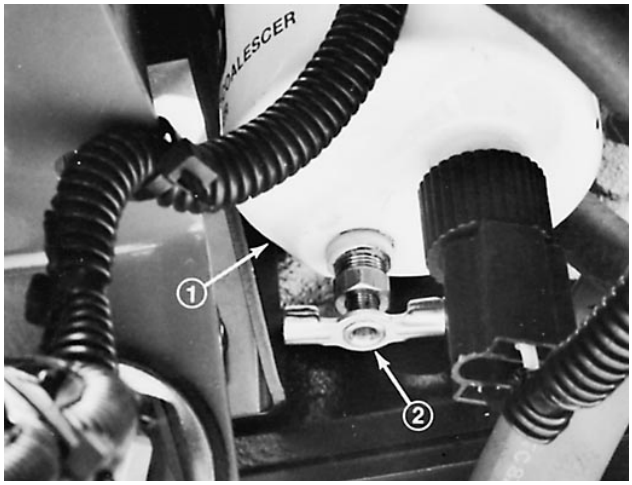

Afbeelding 37
1. Het brandstoffilter/waterafscheider bevindt zich links onder aan de zijkant van de motor. Dit moet u elke dag leeg laten lopen (Afb. 37).